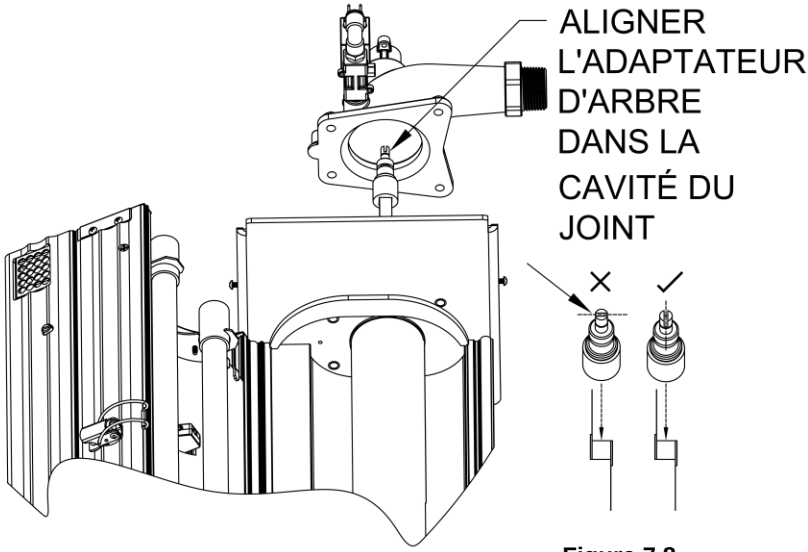

Figure 7.8
Étape 3 : Une fois que le manchon en quartz est propre, réassemblez l’appareil (voir Figure 7.8). Remplacez les joints qui semblent avoir été endommagés.
Étape 2 : Assurez-vous que le joint torique en quartz est en place autour du manchon en quartz, puis replacez le collecteur supérieur en alignant l'adaptateur de la tige dans la cavité du joint du collecteur supérieur (voir la figure 7.8).